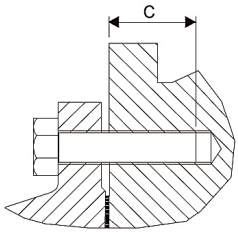

Fig. 7 | Profondeur filetée C
- Vis selon ISO 4014 (voir fig. 7 et tableau 3)